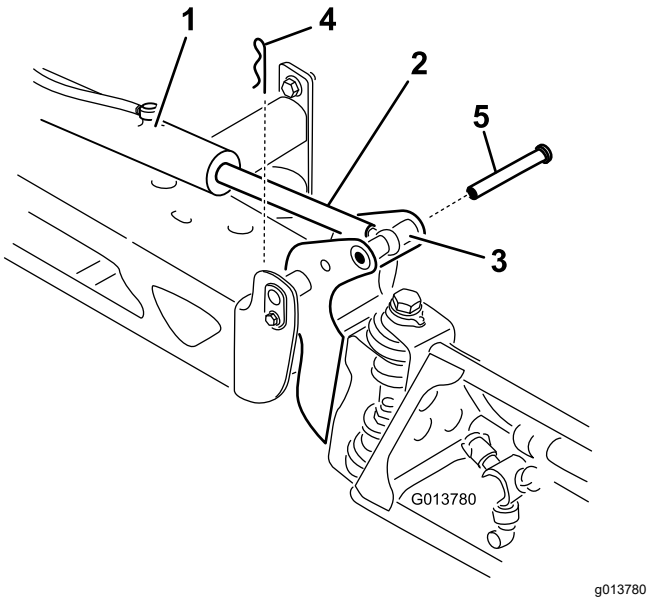

Bild 118
2. Nehmen Sie den Splint vom Lagerbolzen ab (Bild 118).
3. Heben Sie den Ausleger an und nehmen Sie den Stift ab (Bild 118), senken Sie den Ausleger dann langsam auf den Boden ab.
9. Halten Sie den Ausleger fest und stecken Sie den Stift durch beide Auslegerscharniere und dem Stangenende (Bild 118).